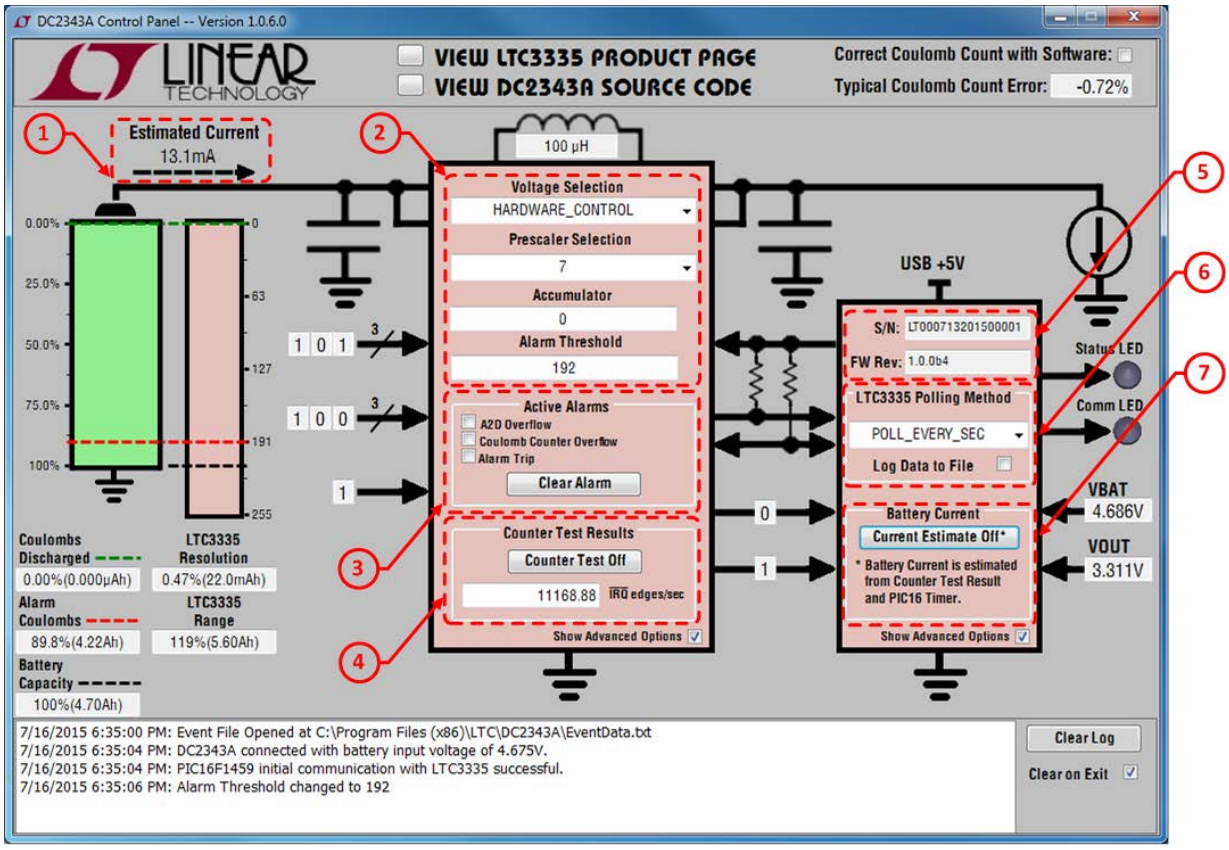

Figure 12. Control Panel Window—Advanced Options
7. The GUI can also show an estimated battery current. In order to demonstrate that GUI feature. Activate the battery current measurement feature described in Figure 12, item 7. In order to implement this feature, the PIC16F1459 on the DC2343A counts edges on the $\overline{IRQ}$ pin over time, which can then be converted to coulombs per second.
5. Checking this box will expose additional controls for the LTC3335. See the control panel advanced mode in Figure 12.
7. Checking this box will expose additional controls for the PIC16F1459. See the Control Panel Advanced Mode in Figure 12.
When the Show Advanced Options checkbox is selected for the LTC3335 and PIC16F1459 on the control panel, several additional controls are exposed to the user. These controls are in Figure 12.